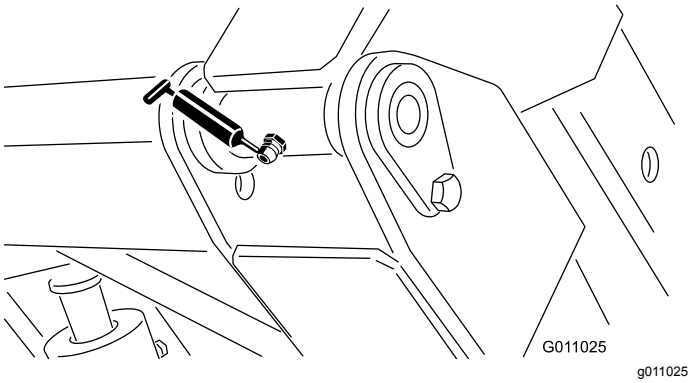

Figuur 33
- Draaipunt van hopper (boven) (2) (Figuur 33)